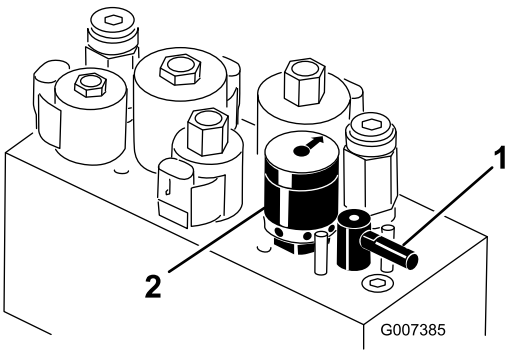

Figur 28
4. Knivcylindrenes hastighed indstilles ved at dreje grebet (Figur 28), indtil indikatorpilene står ud for det tal, der angiver den ønskede indstilling.